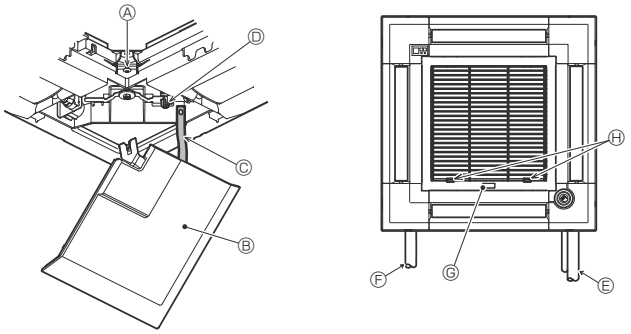

Fig. 9-11
9.5. Instalación de la rejilla de admisión (Fig. 9-11)